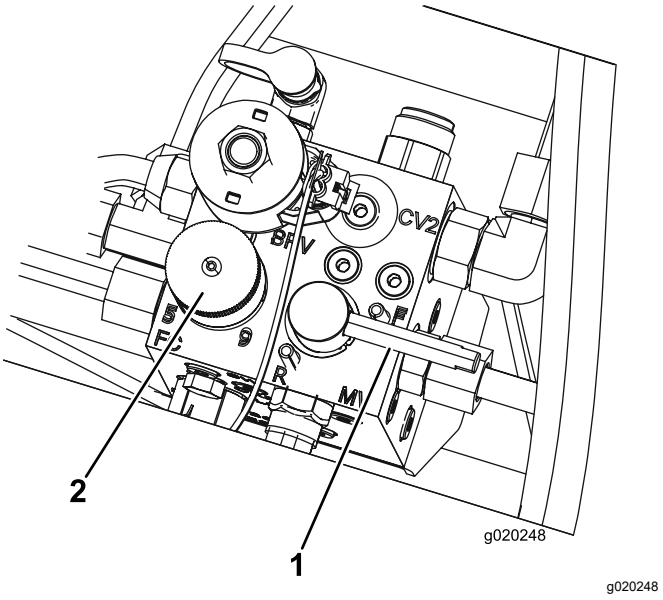

Figur 82
5. Sæt knivcylinderens hastighedsknap til position 1 (Figur 82).
6. Flyt baglapningsgrebet til tilbagepositionen R (baglapning) (Figur 82).